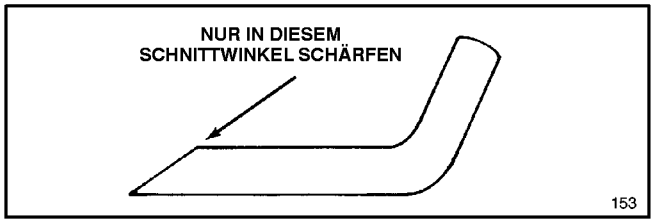

Abbildung 26
6. SCHARFEN DES MESSERS—Mit einer Feile die Oberkante des Messers (die zum Mähergehäuse zeigt) schärfen und dabei den ursprünglichen Schnittwinkel beibehalten (Abb. 26). Das Messer bleibt ausgewuchtet, wenn von beiden Schnittkanten gleichviel Material abgetragen wird.